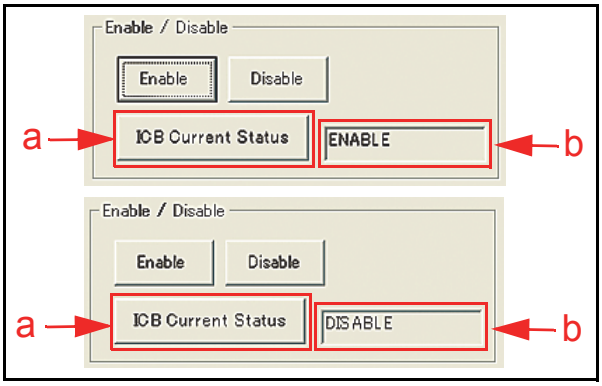

Figure 6-77 ICB Current Status Screen
1. Mouse-click on the "ICB Current Status" Screen Button (See Figure 6-77 a).
2. The Current ICB Enable/Disable Status will appear in a Field Window next to the "ICB Current Status" Screen Button (See Figure 6-77 b).